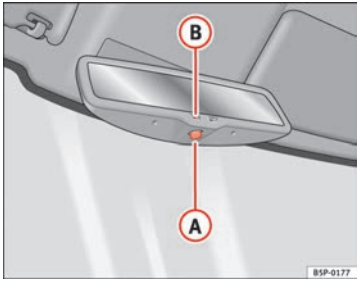

Fig. 87 Automatic anti-dazzle interior rear vision mirror.
– Press button (A) ⇒ Fig. 87. Control lamp (B) goes off.
– Press button (A) ⇒ Fig. 87. Control lamp is lit.